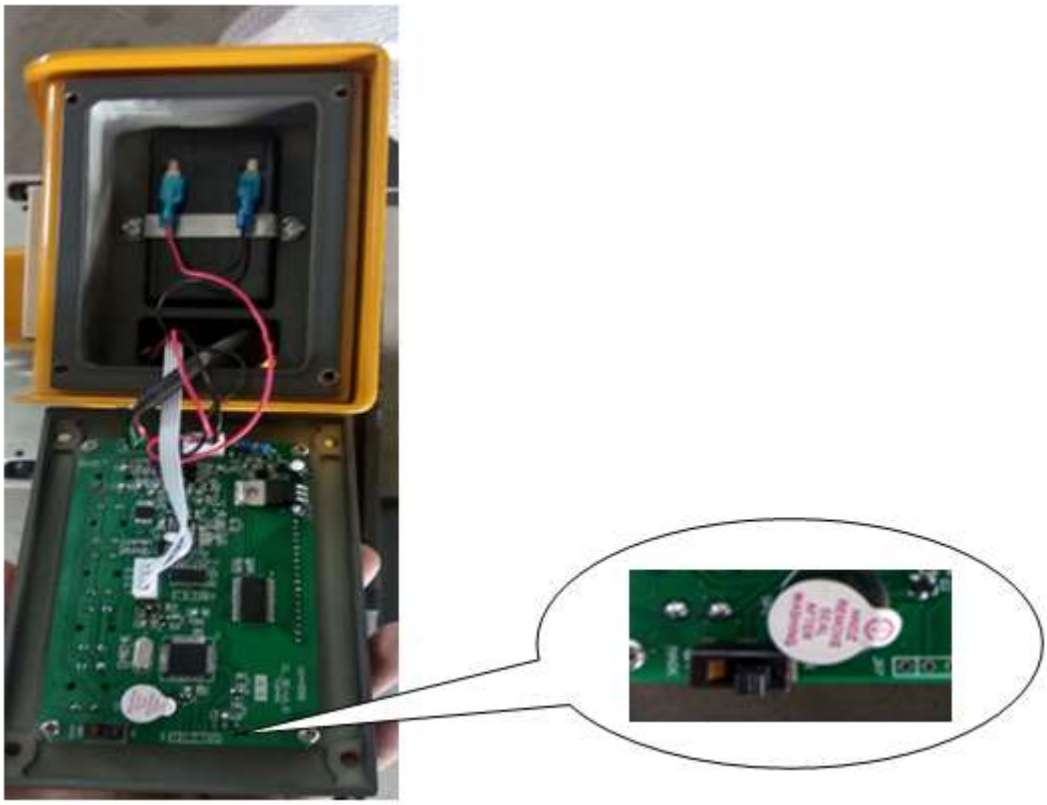

Рис. 11 – Вход в режим настройки
2. Отвинтите калибровочный переключатель на задней крышке (как показано на рис. 11).